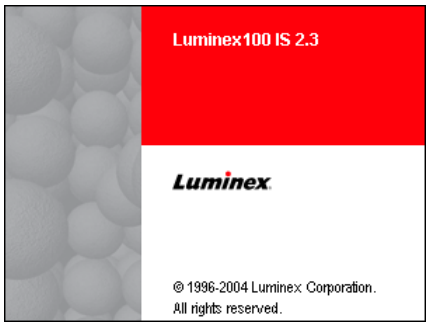

Figure B-15 Luminex 100 IS 2.3 Startup Splash Screen
3. Insert the Luminex 100 IS 2.3 software CD into the drive. The CD autoplays and in a few moments displays the Luminex 100 IS 2.3 splash screen. See Figure B-15.